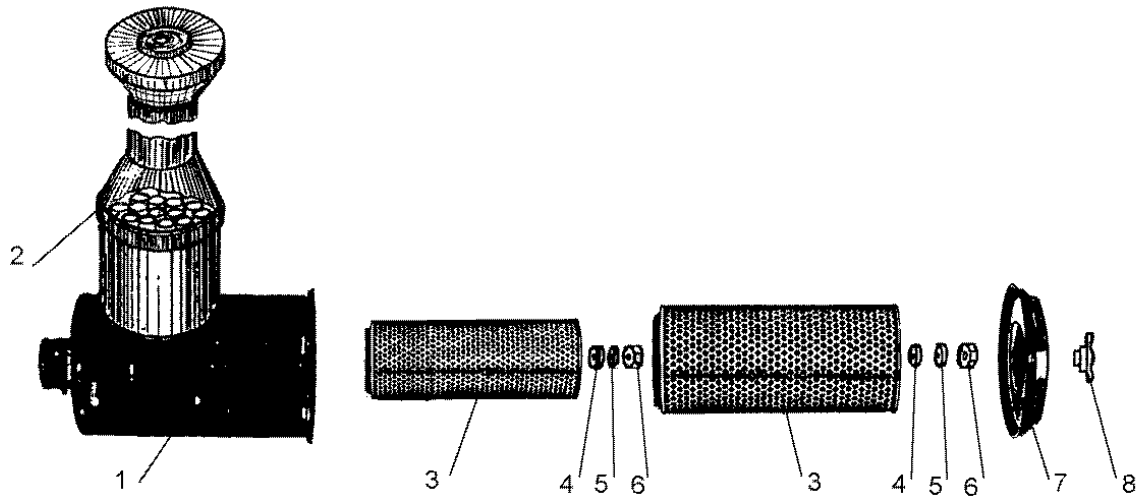

Рис. 30 Воздухоочиститель
Обслуживание фильтроэлементов (кассет) воздухоочистителя производите при срабатывании сигнализатора засорённости. Для демонтажа фильтров 3 (рис. 30) необходимо отвернуть гайку - барашек 8, снять крышку 7 и последовательно отвернув гайки 6 вынуть их из корпуса воздухоочистителя.
– каждую кассету 3 (рис. 30) установить в корпус воздухоочистителя до упора;
Категорически запрещается работать с засоренной или обледенелой сеткой крышки воздухозаборной трубы (рис. 30) и без свободного выхода газов из выхлопной трубы, так как это приводит к попаданию выхлопных газов через трубу отсоса пыли к кассетам воздухоочистителя.